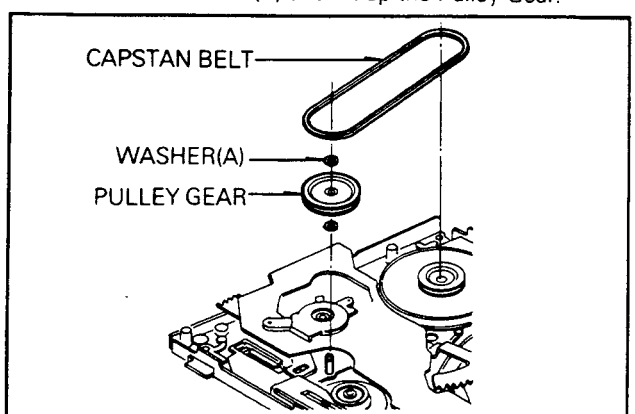

Fig. B-19 Pulley Gear
1) After removing the Supply Reel and supply Main Brake Assembly, remove the washer(C) and then remove the Idler Gear(A).
2) Remove the Washer(D) and remove the Idler Gear(B).
19. Pulley Gear Assembly(Fig. B-19)